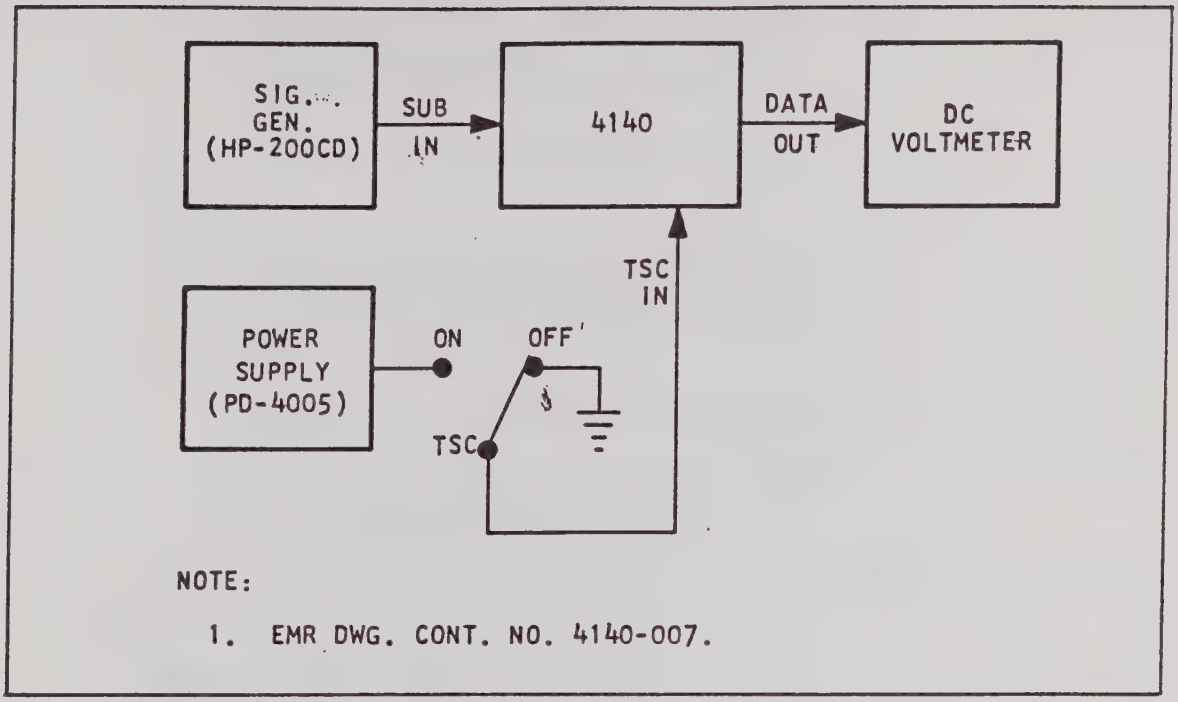

Figure 3-5. TSC Gain Adjustment, Equipment Setup
1. Connect the equipment as shown in Figure 3-5.